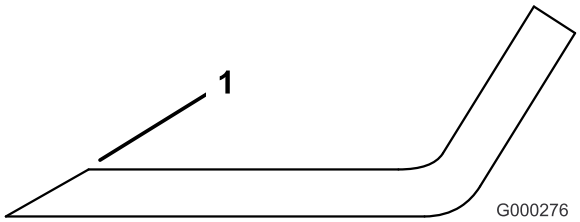

Figuur 89
1. Gebruik een vijl om de snijranden aan beide uiteinden van het mes te slijpen (Figuur 89). Houd daarbij de oorspronkelijke hoek in stand. Het mes blijft in balans als u van beide snijranden dezelfde hoeveelheid materiaal verwijdert.